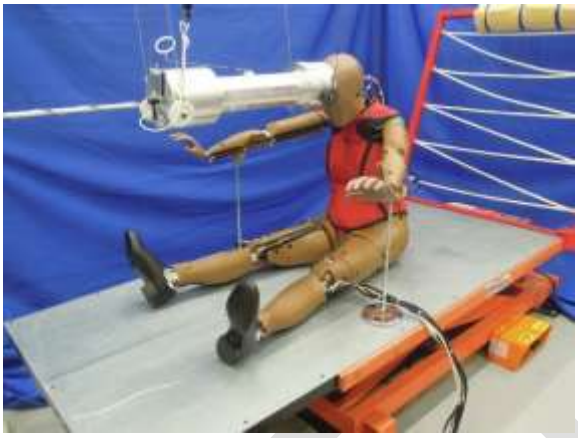

Figure 1-1. Initial setup for head qualification test.
1.5.2 Seat the dummy on a horizontal surface (±0.5°) with no back support, with all limbs extended horizontally and forward parallel to the midsagittal plane. The midsagittal plane shall be vertical within ±1 degree (Figure 1-1).
1.5.3 Support the forearms in a fully-extended orientation, palmside of the hands down, with hands angled upwards to minimize interference with the arm supports (Figure 1-1). The inability to hold this position indicates that the arm and shoulder joint torques are not set properly.